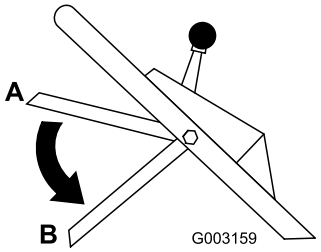

Bild 19
10. Lassen Sie den Schaltbügel los; siehe B-Stellung in Bild 19). Jetzt müssen Sie einen lauten Knall hören. Das Messer muss innerhalb von drei Sekunden zum Stillstand kommen.
2. Bewegen Sie den Schaltbügel in die niedrigste Stellung (B-Stellung in Bild 19).